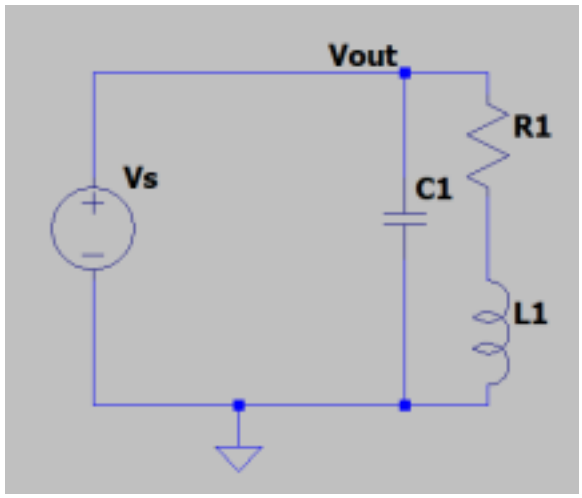

Figure 2: Resistive- Inductive Load with capacitance for power factor correction
(1) Figure 2 shows the schematic you should draw. Modify schematic of Figure 1 by adding the capacitor. Leave all the .measure and .op statements as you will be reusing them in this section.
(2) Set R1 = 10 ohms, L1 = 20 mH and C1 to have a value **{Cvalue}**
(3) Sweep the capacitance value by adding the statement shown below